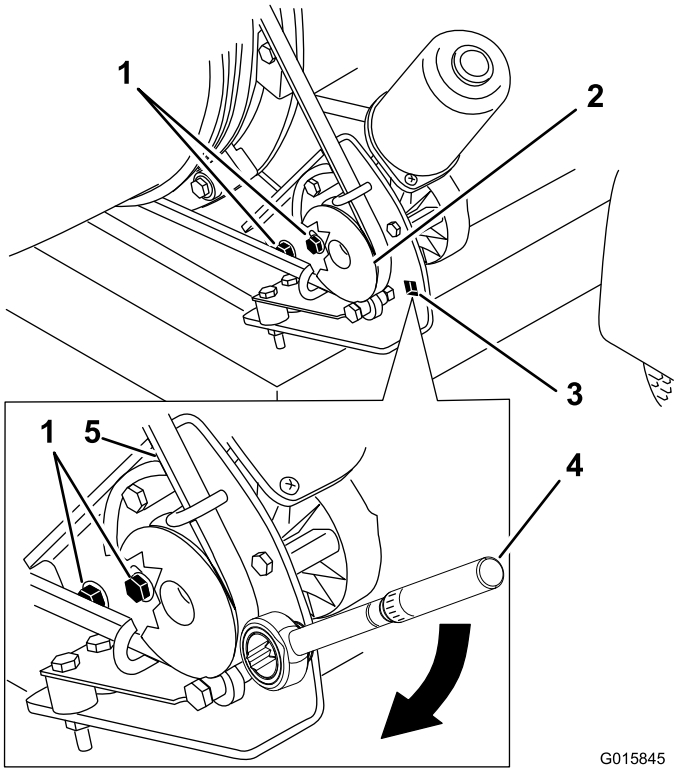

Figuur 28
1. Draai de bouten los die de bevestigingsbeugel aan het frame van de blazer bevestigen (Figuur 28).
2. Plaats een momentsleutel op de montagebeugel voor de poelie (Figuur 28).
3. Draai de montagebeugel van de poelie weg van de afvoer tot de momentsleutel 22,6 tot 26,0 Nm aangeeft (Figuur 28).